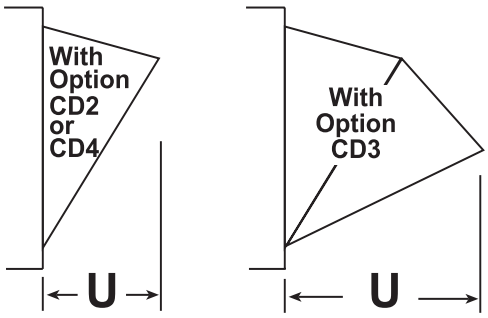

Figure 5. Downturn Nozzle Length (Refer to Table 7)
Application-specific downturn nozzle kits require four-point suspension. Follow the instructions provided with the kit to install. The additional length of the nozzle beyond the front of the unit is shown in **Figure 5** and listed in **Table 7**.
*See **Figure 5**.